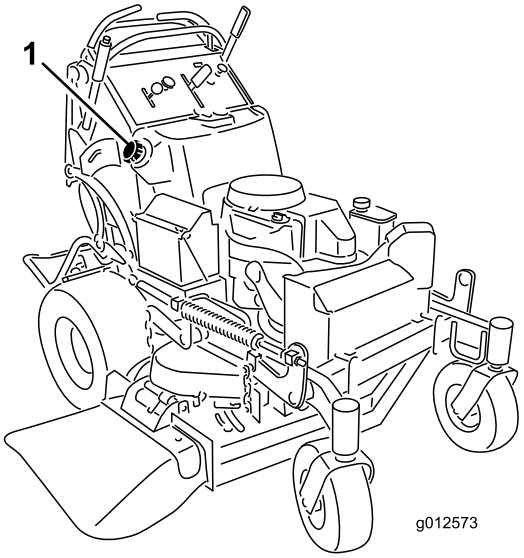

Bild 51
5. Saugen Sie mit der Saugpumpe den Kraftstoff in einem sauberen Benzinbehälter (Bild 51).